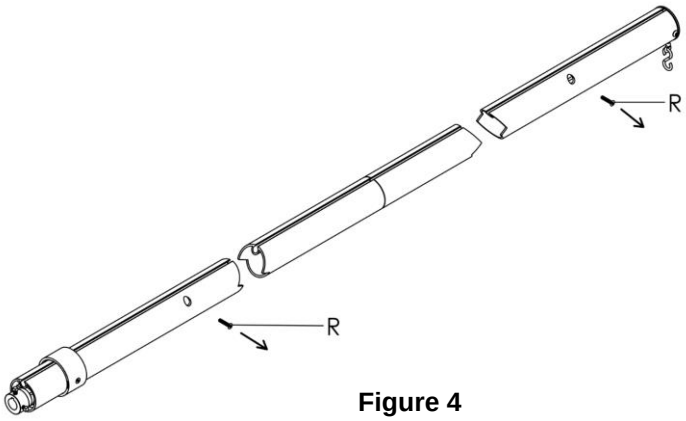

Figure 4
8. **Figure 4.** Remove locking screws (R) at the extremities of the rolling pipe.